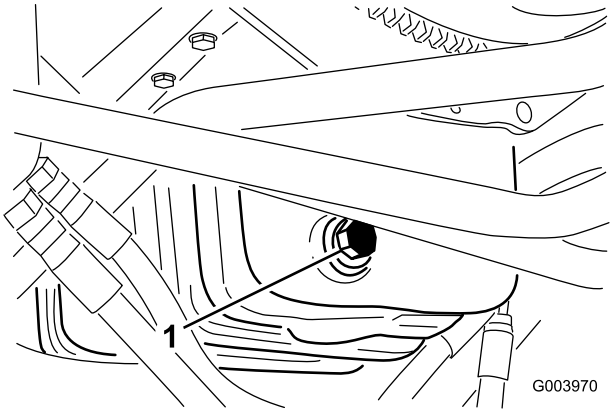

Figur 57
1. Fjern aftapningsproppen (Figur 57), og lad olien flyde over i aftapningsbeholderen.